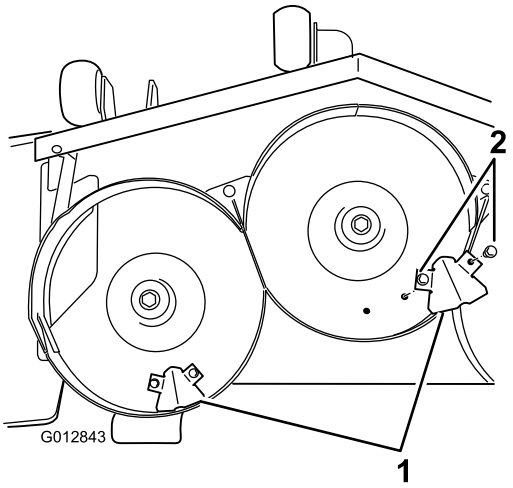

Figuur 5
15. Zoek de kickerplaten en vier flensschroeven (5/16 x 3/4 inch) in de losse onderdelen. Monteer de platen aan de onderzijde van het maaidek op de locaties die worden getoond in Figuur 5. Bevestig de platen aan het maaidek met behulp van vier flensschroeven (5/16 x 3/4 inch).